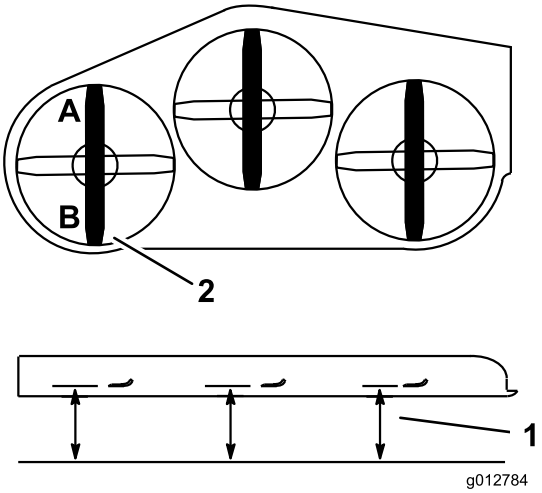

Figur 85
2. Mät den vänstra kniven vid punkt **A**, från en plan yta till knivens egg, och skriv upp måttet (Figur 85).
3. Mät den vänstra kniven vid punkt **B**, från en plan yta till knivens egg, och skriv upp måttet (Figur 85).
4. Klipparkniven ska vara ca 6 till 10 mm lägre vid punkt **A** än punkt **B** (Figur 85). Fortsätt till nästa steg om detta inte är korrekt.